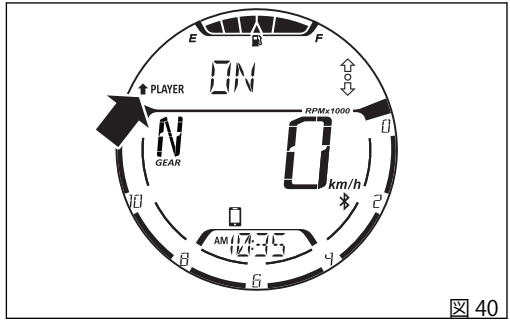

図 40
“音楽プレーヤー操作 (PLAYER)” 機能を起動 (ON) すると、メニュー内に上向き黒色とその横に “PLAYER” の表示、“ON” の文字が現れます (図 40)。